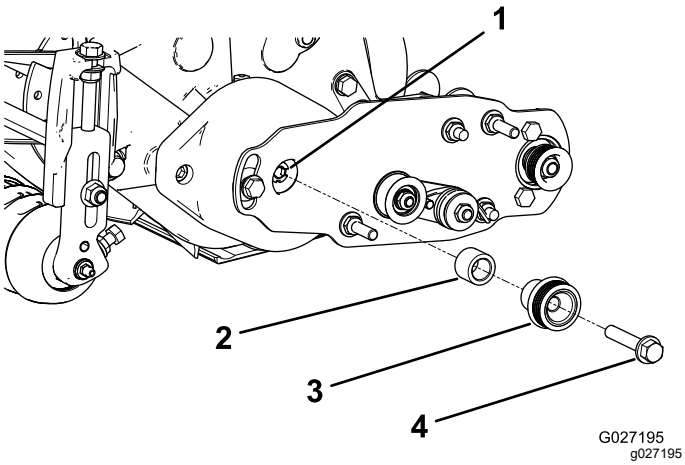

Figure 15
1. Insérez l'entretoise sur l'arbre du logement de roulement (Figure 15).
2. Insérez la poulie d'entraînement dans l'entretoise et sur l'arbre d'entraînement (Figure 15).
3. Fixez la poulie et l'entretoise à l'arbre d'entraînement au moyen d'un boulon à embase (⅜" x 2") ; voir Figure 15.